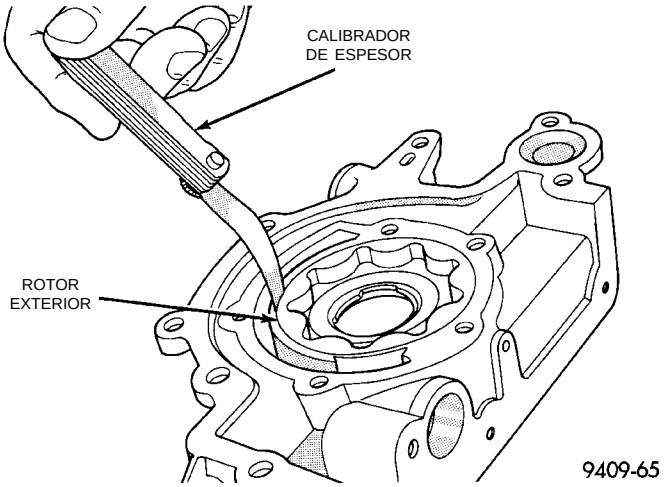

Fig. 104 Medición de la luz del rotor exterior en la caja
(5) Calce el rotor exterior en la caja de la bomba, presione hacia un lado con la mano y mida la luz entre el rotor y la caja (Fig. 104). Si la medición es de 0,39 mm (0,015 pulgadas) o mayor, reemplace la caja sólo si el rotor exterior está dentro de la especificación.